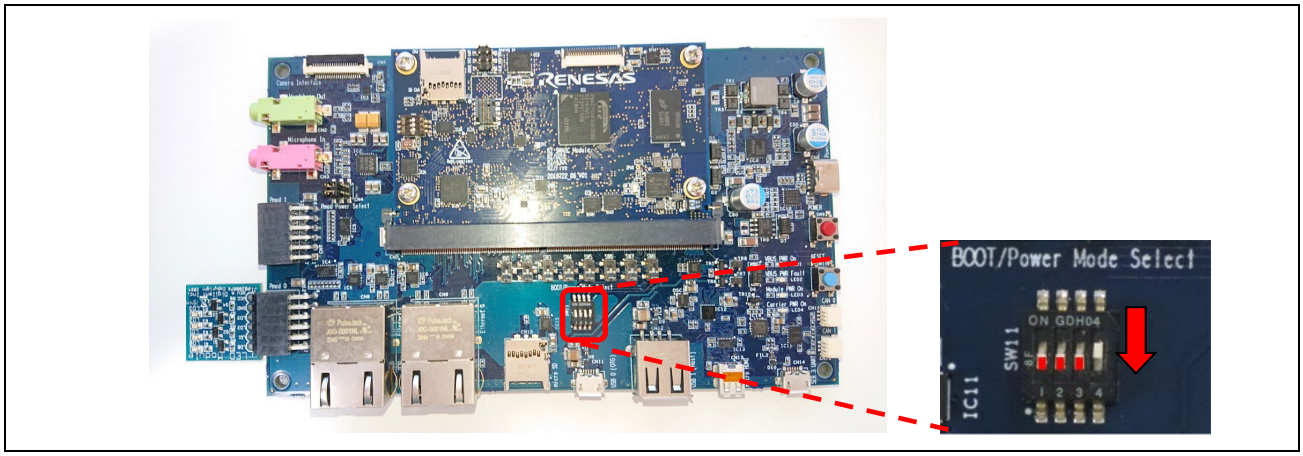

Figure 8.14 SW11 setting
6. Set Boot Mode to Boot Mode3 (1.8-V serial Flash memory) by setting SW11-1, SW11-2, SW11-3 as shown in Figure 8.14.